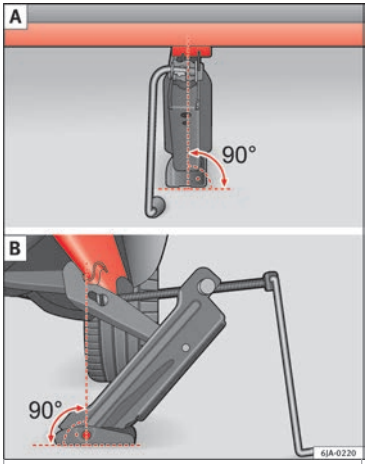

Fig. 126 Fitting the jack.
– Adjust the jack so that its claw surrounds the jacking point on the door sill ››› Fig. 126 - B underneath the stamp on the door sill.
– Make sure that the base of the jack is entirely supported on a flat surface and that it is vertical ››› Fig. 126 to the point where the claw surrounds the jacking point on the door sill.